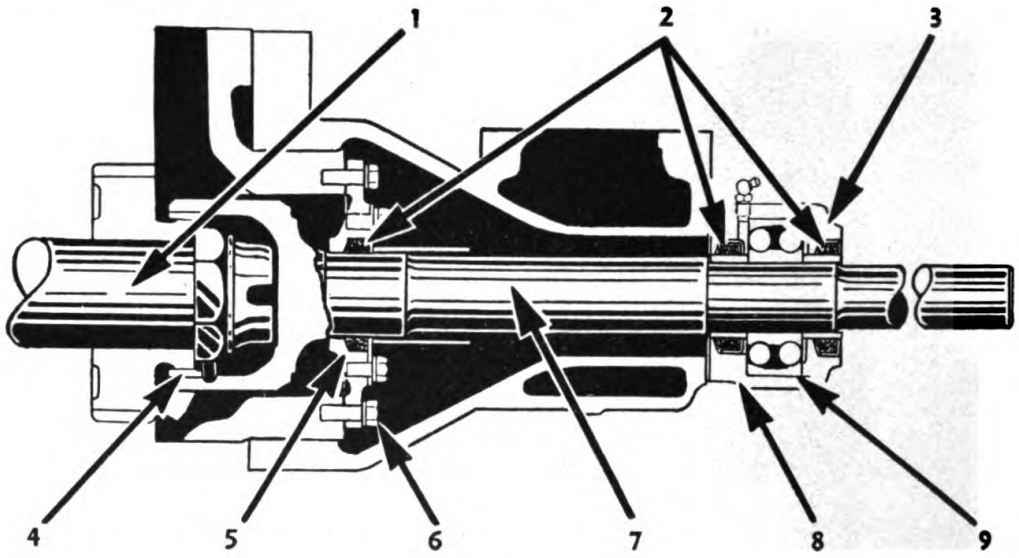

FIGURE 146.—Power take-off shaft.
129. Front shaft.—*a. General.*—The front winch is driven by the engine crankshaft (fig. 146) through a connecting power take-off shaft (7). A splined coupling on the front of crankshaft (1) is engaged in internal splines on the rear of take-off shaft (4).
b. Removal.—After the winch has been removed, the two capscrews which secure the front support bearing to the radiator bottom tank should be removed. Remove cover (3). Pull bearing (9) and cage (8) off the shaft. Remove radiator and take out capscrews (6).